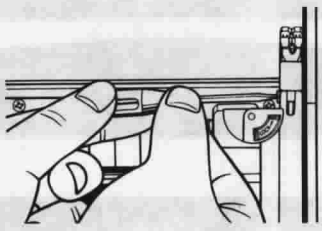

Fig. 6
8. Set the power switch to "on" to shift the tonearm back to the start position and then tighten the setscrew. **(See Fig. 6.)**